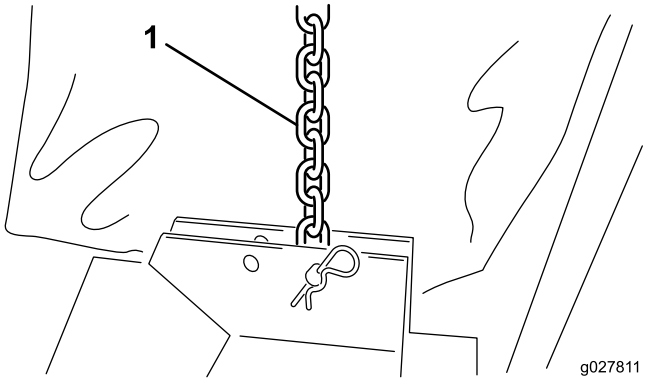

Figur 3
3. Tilslut hver løftekæde til det tilsvarende skjoldbeslag med en gaffelbolt og en låseclips (Figur 3).